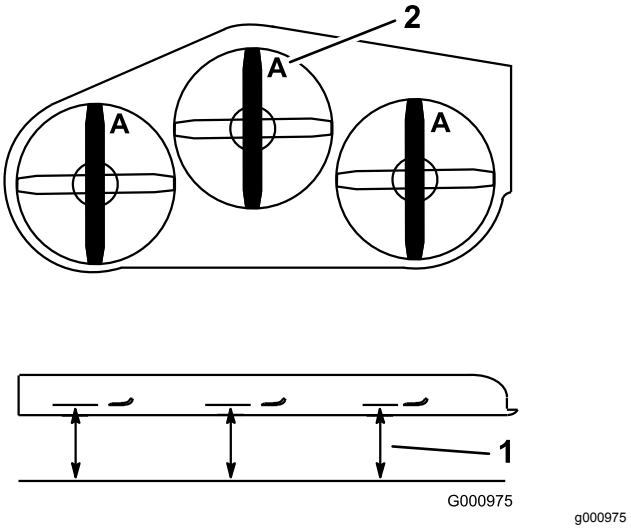

Figuur 77
4. Meet de afstand tussen een horizontaal oppervlak en de snijrand, positie **A**, van de messen (Figuur 77).